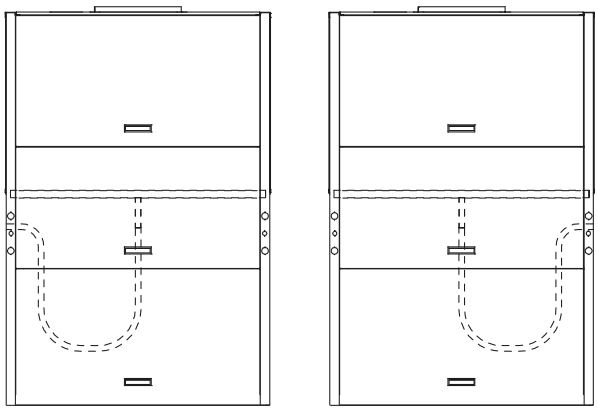

Fig. 24 — Install Condensate Drain
Step 6 — Install Condensate Drain — The condensate drain can be connected to either side of the unit. The 50VQP units come with a flex hose and 1 in. (25 m) FPT condensate connection tied inside. To install the condensate drain (see Fig. 24.):